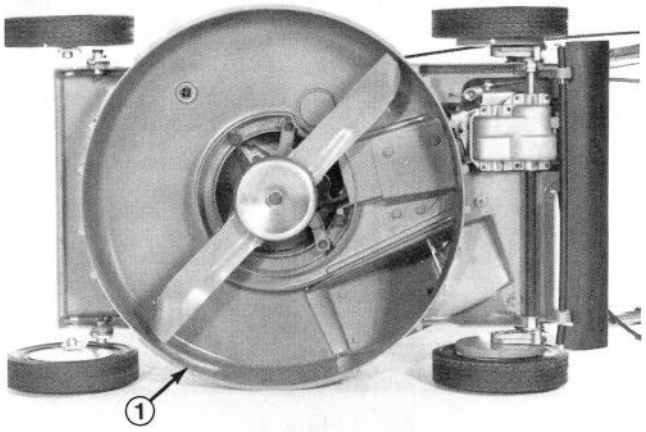

Afbeelding 33
2. Zet maaier op de rechterzijde (Afb. 33). Verwijder maaisel en vuil door hem met een tuinslang te bespuiten of met behulp van een houten schraper.